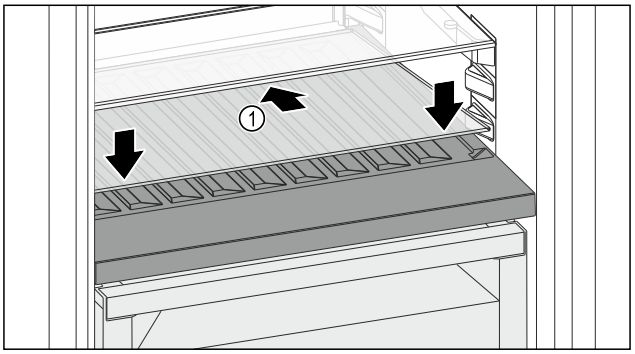

Fig. 156
▶ Place the glass shelf *Fig. 156 (1)* at an angle, sloping it downwards and backwards.
▶ Lower the glass shelf *Fig. 156 (1)* at the front.